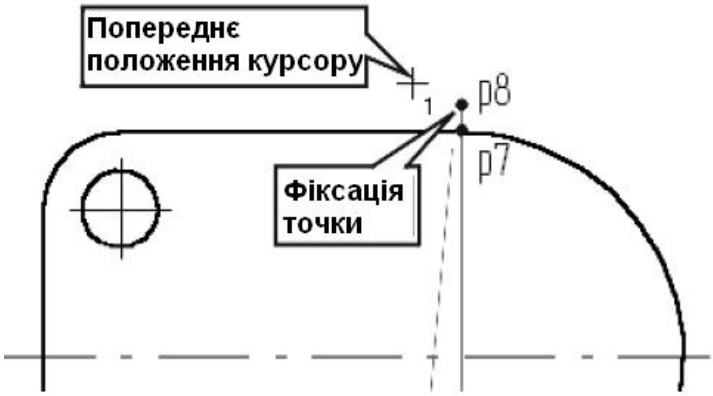

Рисунок 2.10 – Положення курсору.
l) Мишею встановіть курсор трохи вище горизонтального відрізку в верхній частині деталі, як показано на рис. 2.10.